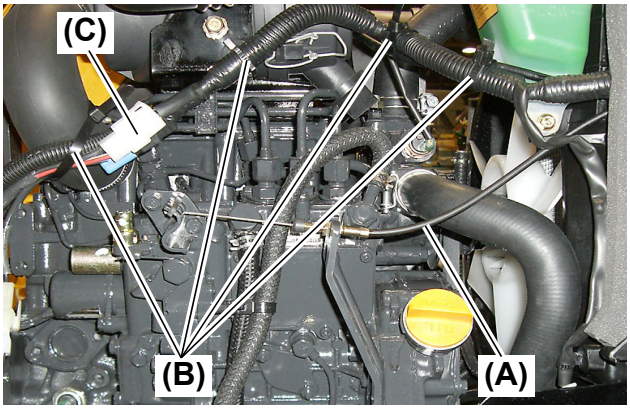

Fig. 11
22. Disconnect the engine control cable **(Fig. 11, (A))**.
23. Remove the harness cable clips **(Fig. 11, (B))**.
24. Disconnect the engine stop solenoid connector **(Fig. 11, (C))** from the main wire harness.